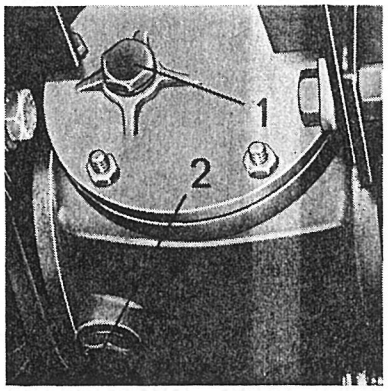

Afb. 3.8.2. Primaire variomatic
(3) Draai de vul/peilstop (1, afb. 3.8.2.) uit de primaire variomatic-tandwielkast.
(4) Kontroleer of de olie tot aan de onderrand van de vul/peilstopopening staat.
(5) Vul zonodig bij (0-226); gebruik hierbij een oliespuit met een flexibele tuit. Vul bij tot de olie uit de vul/peilstopopening druppelt.
(6) Draai de vul/peilstop (1, afb. 3.8.2.) in de tandwielkast en zet vast met een aanhaalmoment van 4,2 mkg.